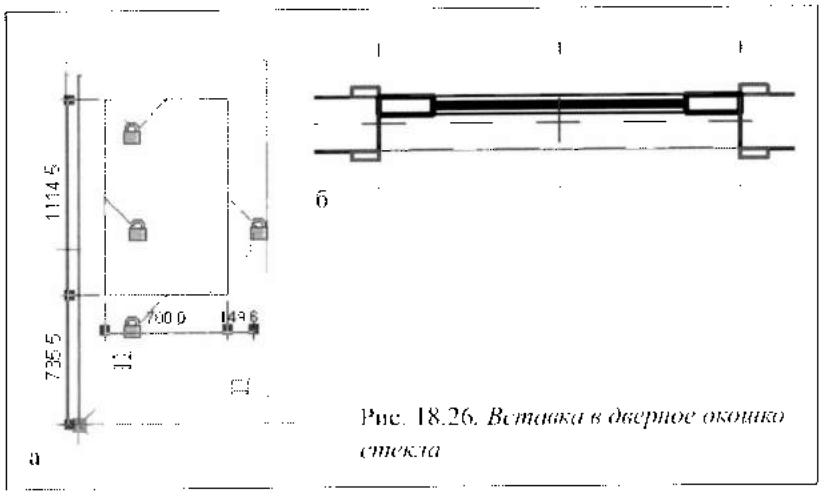

Рис. 18.26. *Вставка в дверное окошко стекла*
6. Вставить в дверное окошко стекло (рис. 18.26):